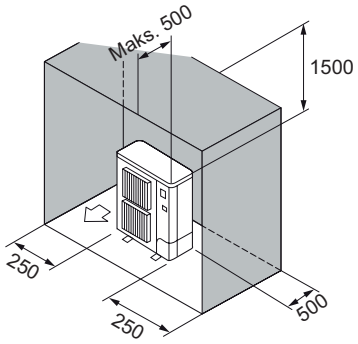

Rys. 2-7
⑥ Przeszkody znajdują tylko z tyłu, po bokach i powyżej urządzenia (Rys. 2-7)